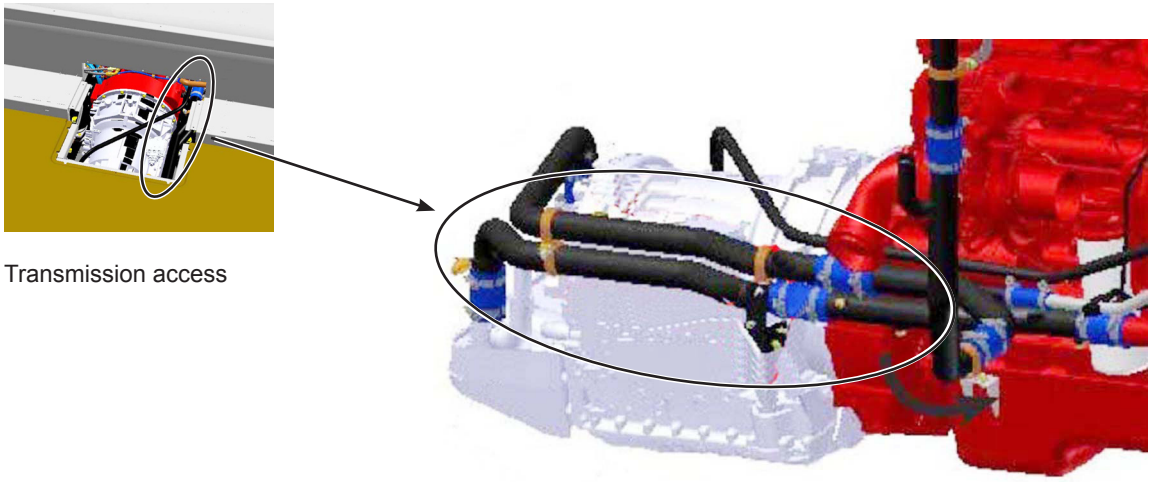

Figure 3 - Transmission Coolant Rigid Hoses
1.6. Remove the rigid transmission coolant hoses. Retain the hardware. See Figure 3. This step is required to access the engine mounts.